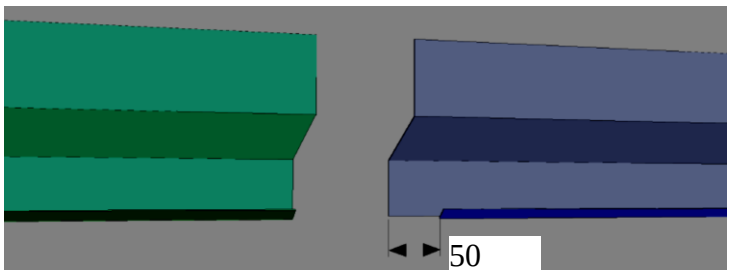
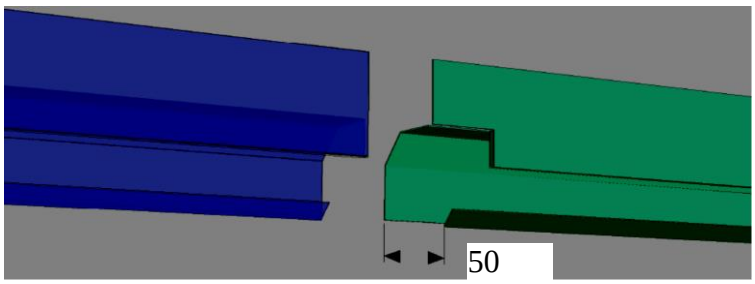

Abb. 36
Abb. 37
a) Verbindungen von Traufblechen werden immer als feste Verbindungen durchgeführt, und zwar entweder nur durchs Abschnitten der etwa 50 mm-breit-Tropfnase (einfaches Traufblech z.B. für Fassadenverkleidung aus einem Wellen- oder Trapezprofilblech - siehe Abb. 36), oder durchs ähnliche Abschnitten der etwa 50 mm-breit-Tropfnase und des hinteren Schlosses fürs Einlegen des Verkleidung-Elementes (ein Traufblech für Kassetten- und Lamellenverkleidung - siehe Abb. 37). Beide Varianten dienen folglich fürs Einlegen ins nicht modifizierte zusammengefügte Traufblech und danach werden sie zusammen genietet.